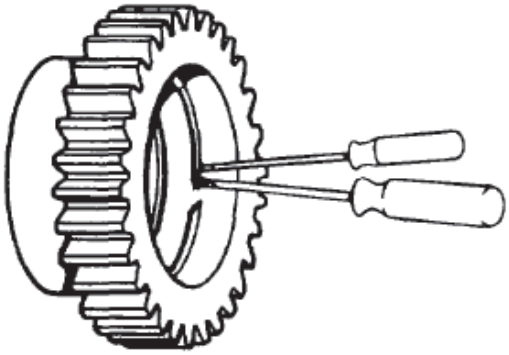

Figure 13 Removing Snap Ring
g. Remove the snap ring from the gear if damage is evident (Figure 13).